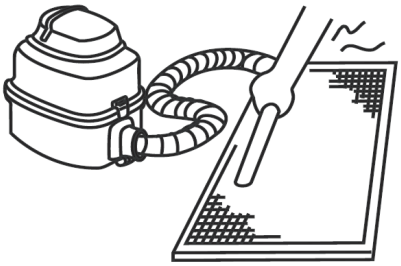

Abb. 5-13
a. Verwendung des Staubsaugers: Die Lufteingangsseite sollte nach oben zeigen. (Siehe *Abb. 5-13*.)